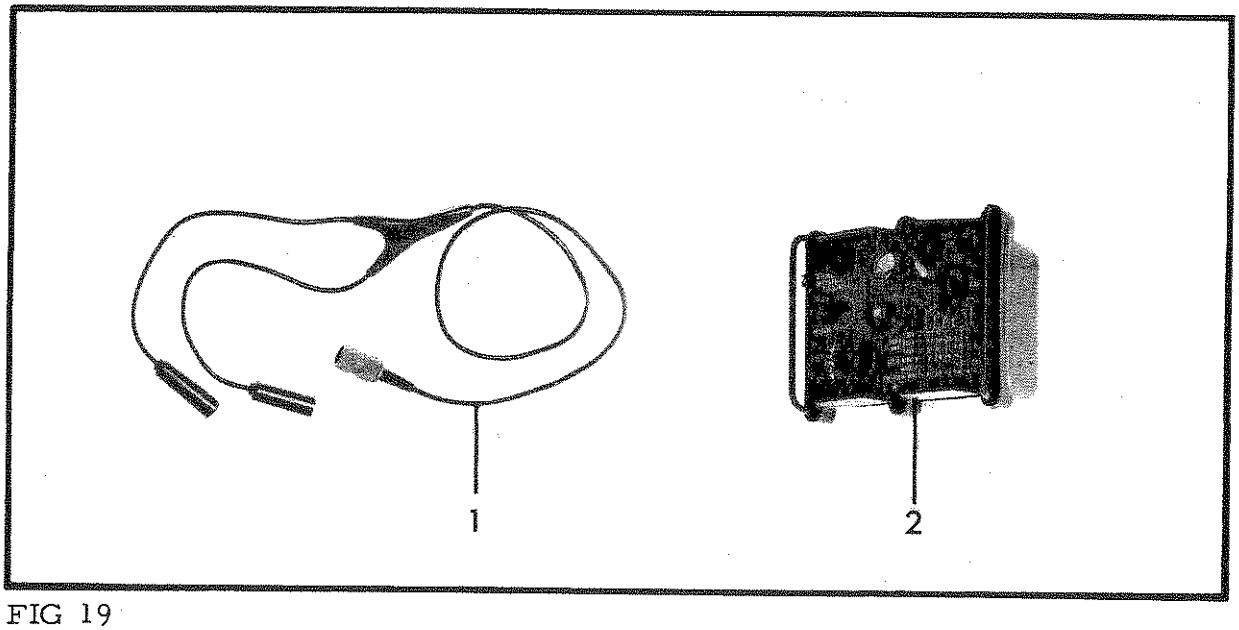

FIG 19
36. Cable Assembly, Special Purpose, Electrical Branched, CX-F15. (Fig 19, Item 1). This assembly enables the operator to connect to the receiver transmitter the Key Telegraph, KY-116/U, the Headset, H-233/PRC and one other audio accessory eg, Handset, H-F2 or Microphone Dynamic, M-F1. The assembly is approximately 1.4 m long. It is fitted with a five pin connector at one end and a jack at each of the branched ends. Plugs attached to the Key Telegraph, KY-116/U and the Headset, H-233/PRC are inserted into the jacks and the five pin connector to one of the audio connectors of the receiver transmitter.
38. Coupler, Antenna, CU-F2. (Fig 19, Item 2). The coupler is a lightweight unit housed in a case of cast aluminium, panclimatically sealed by means of a synthetic rubber seal between the front panel and the main body which are secured together with six captive screws. The coupler is used to match the 50 Ohms output of the transmitter to the impedance of the various antennae supplied. Correct matching enables the best use to be made of transmitter power output and receiver sensitivity.